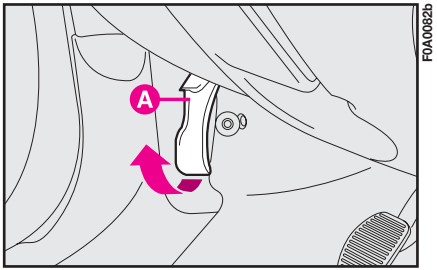

fig. 133
1) Tirer le levier dans le sens de la flèche **A-fig. 133** (jaune).